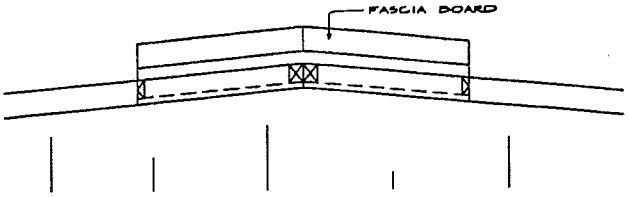

FIGURE 19
27. Complete soffit by securing fascia trim board in remaining gap where the two units meet. Complete both ends. (See Figure 19)